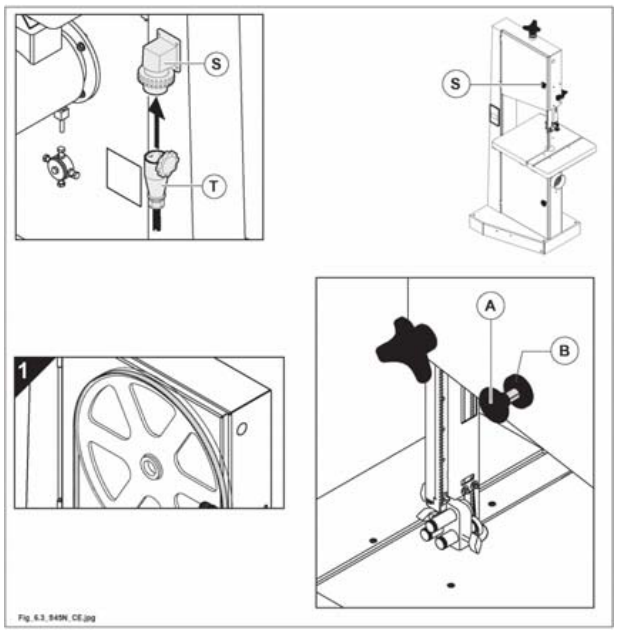

Fig. 6.3
per un corretto funzionamento i denti della lama devono sporgere dal bordo dei volani (vedi "1" fig. 6.3).
La manopola (A fig. 6.3) provvede a regolare la giusta posizione di rotazione della lama sul volano superiore.
- aprire il carter superiore (S fig. 6.3).
- Allentare il bloccaggio (B fig. 6.3).
- Far girare manualmente il volano superiore nel senso di lavoro e contemporaneamente agire sulla manopola (A fig. 6.3) facendo in modo che la lama si posizioni con i denti fuori dalla gomma del volano.
- A regolazione avvenuta serrare il pomello (B fig. 6.3) di bloccaggio.
- Chiudere il carter superiore (S fig. 6.3).